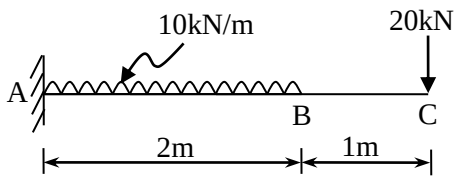

Fig. 1 Q-2(a), Q-3(b)
Q.2 (a) Calculate shear force and bending moment at salient points of the cantilever beam shown in fig. 1. Draw shear force diagram and bending moment diagram for the beam. **07**
(b) Find slope and deflection at free end of the cantilever beam shown in fig. 1 using any method. Take EI = constant. **07**